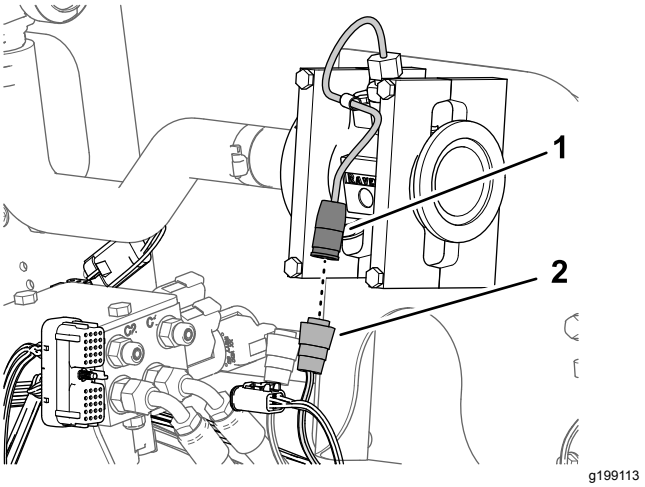

Figur 85
1. Tilslut det elektriske stik med 3 sokler med angivelsen GENNEMSTRØMNINGSMÅLER på ledningsnettets afgreningsledning (89 cm) til gennemstrømningsmålerens stik med 3 ben (Figur 85).